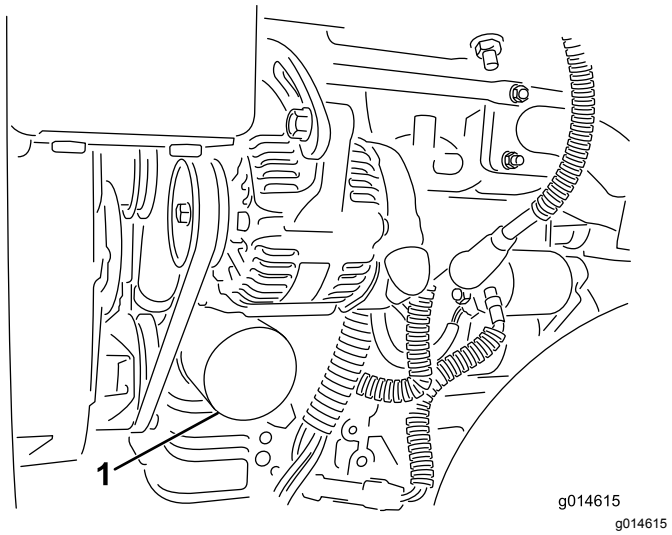

**Figur 30**
2. Avlägsna oljefiltret (Figur 30). Stryk på ett tunt lager ren olja på den nya filterpackningen.